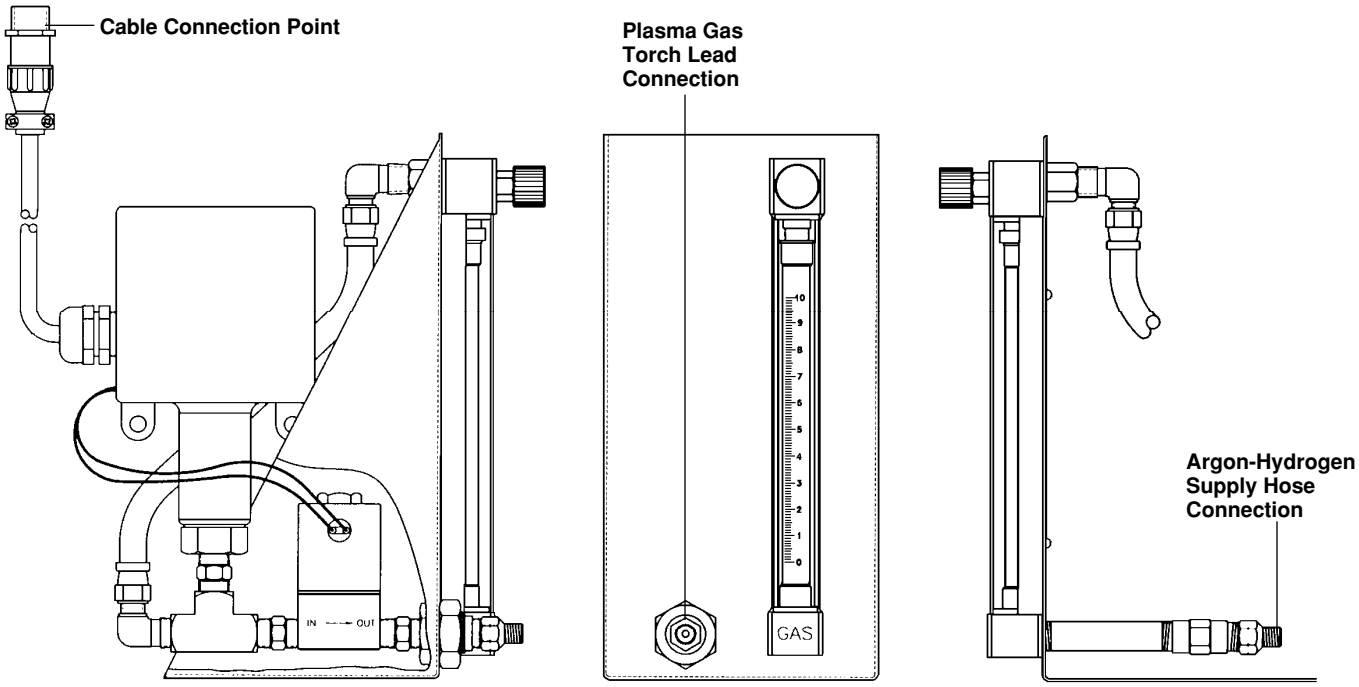

Figure 7-2 Argon-Hydrogen Manifold Connection Points
A. Connect the receptacle end of the argon-hydrogen cable (Fig. 7-3) to **Cable Connection Point** on the argon-hydrogen manifold. (Fig.7-2)
A. Attach one end of the supply hosing to the argon/hydrogen supply tank or regulator, and attach the other end to the **Argon-Hydrogen Supply Hose Connection** on the manifold. (Fig. 7-2)
2. Disconnect the 14X1 argon-hydrogen cable at the cable connection point of the argon-hydrogen manifold. See Figure 7-2.